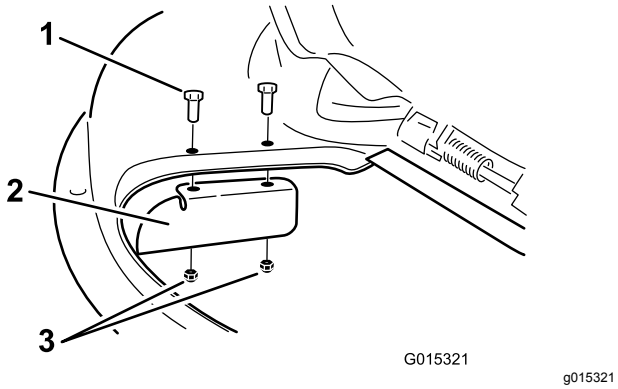

Figur 25
9. Monter græsafskærmningen på plæneklipperskjoldet (Figur 25).
3. Afmonter græsafskærmningen fra plæneklipperskjoldet (Figur 25).